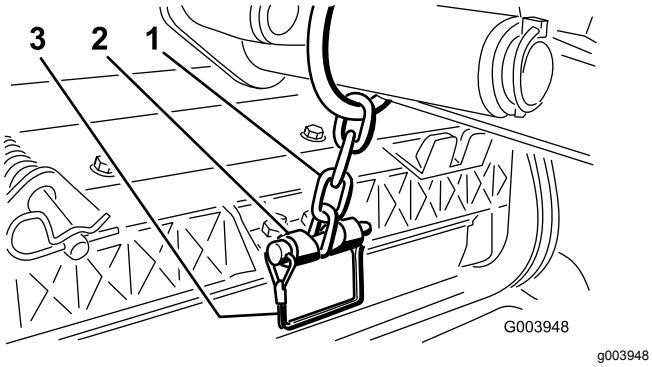

Рисунок 13
12. Прикрепите цепь подъемного рычага к кронштейну цепи с помощью стопорного штифта (Рисунок 13).